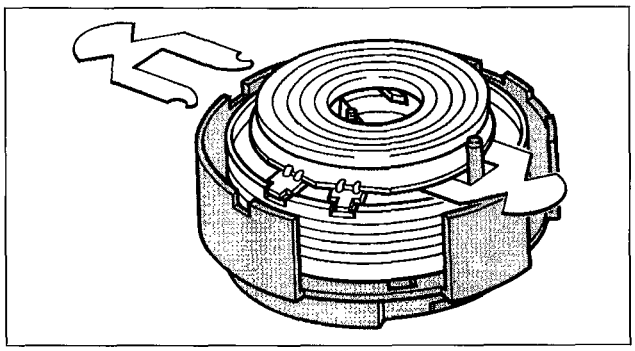

Fig. M6
• Insert the two mylar foils (included with each new upper cylinder) in the upper cylinder. (Fig. M6)